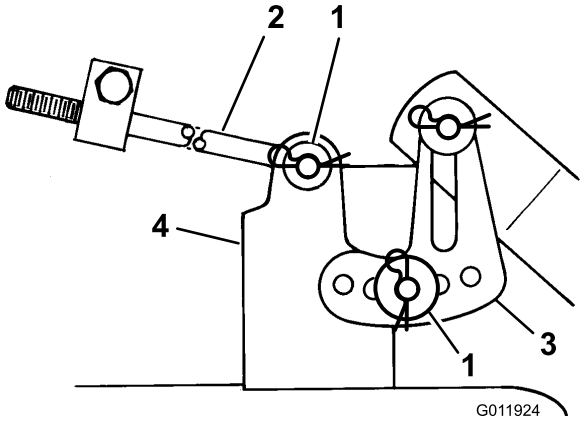

Figura 20
10. Togliete la coppiglia a forcina e la rondella dall'estremità dell'asta lunga (Figura 20). Sfilate l'asta dall'attacco del tosaerba.
11. Togliete la coppiglia e la rondella dalla staffa di livellamento del tosaerba (Figura 20). Estraete la staffa dal perno di montaggio. Rimontate la rondella e la coppiglia per non perderle.